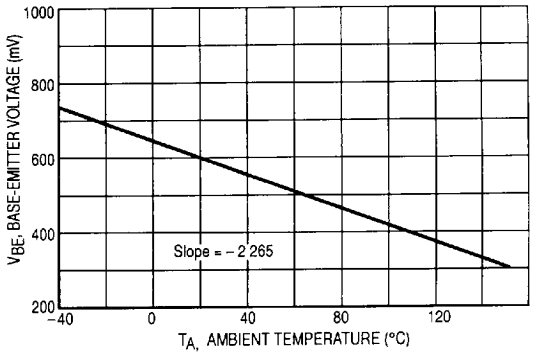

Figure 5. V_{BE} versus Ambient Temperature
4. Given any measured V_{BE}, the value of T_A (to the accuracy value specified: MTS102 − ±2°C, MTS103 − ±35°C, MTS105 − ±5°C) can be read from Figure 5 or calculated from equation 2.